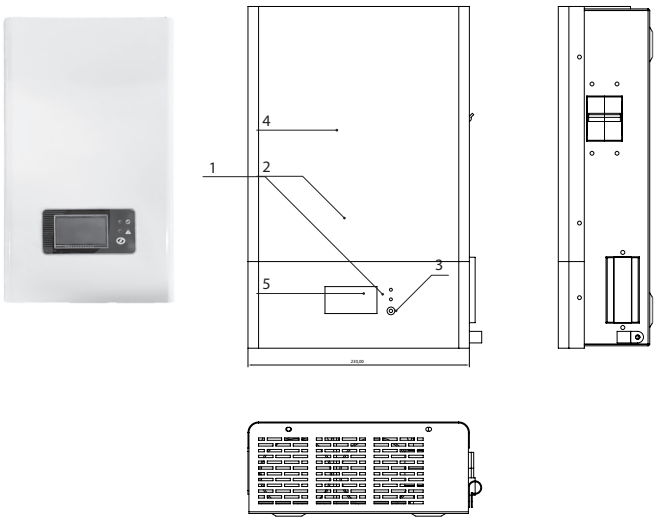

Рисунок 4.
- VOLT ASIVS 3500W/VOLT ASIVS 5000W – Рисунок 4.